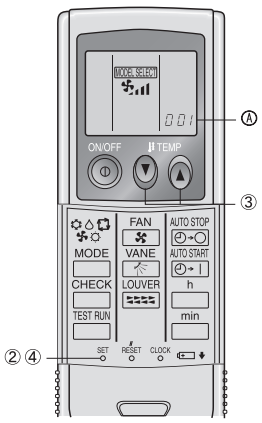

Fig. 6-7
1) Setting (Fig. 6-7)
① Insert batteries.
② Press the SET button with something sharp at the end.